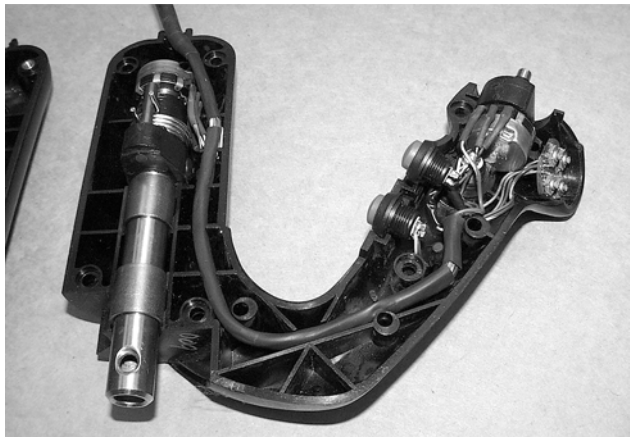

Figure 7-52: Control Handle Cable Routing (DS/DT/DZ)
1. Check the wires and cables for proper routing. See Figure 7-52.